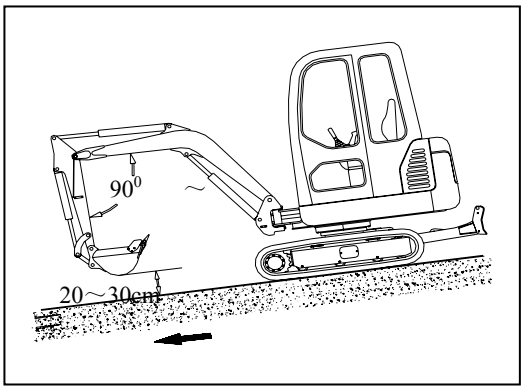

FIG. 3-18
8) The machine should travel at low speed and in a pose shown in FIG. 3-18 when it is traveling down on a slope of 15° or more.